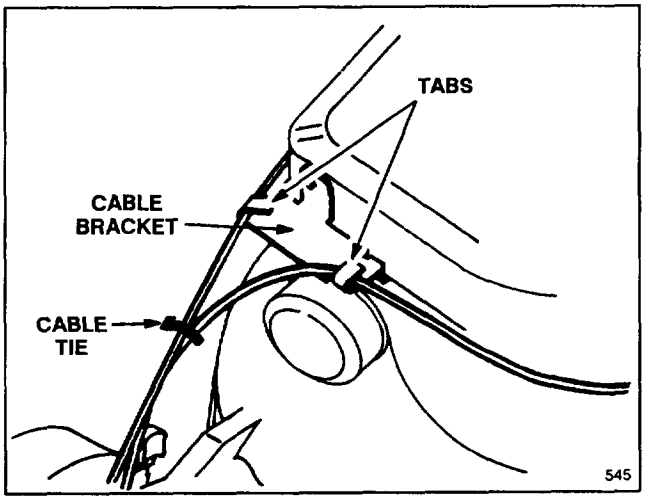
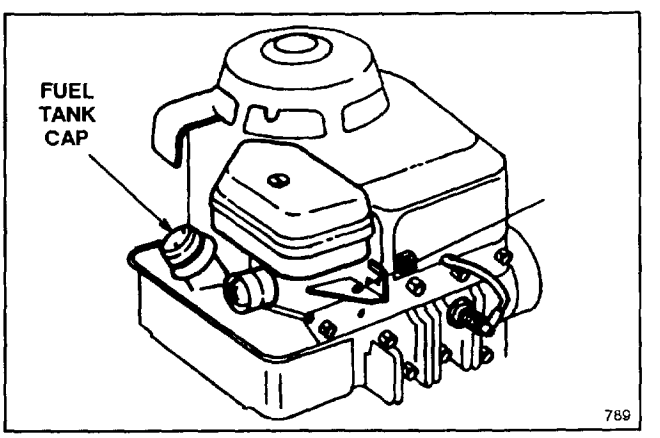

Figure 3
Figure 6
3. Make sure control cables are retained in tabs on cable bracket attached to rear of engine (Fig. 3). Fasten a cable tie around control cables as shown in Figure 3.
4. STARTER ROPE (Fig. 3)—Pull starter rope through opening in rope guide. By squeezing control bar (Fig. 6) against handle, blade brake will release and allow rope to be pulled easily up to rope guide.
1. Clean around fuel tank cap and remove cap from tank (Fig. 6). Do not fill tank full. Using unleaded gasoline, fill fuel tank to within 1/4" to 1/2" (6 to 13 mm) from top of tank, not into the filler neck. This space is for expansion of fuel.